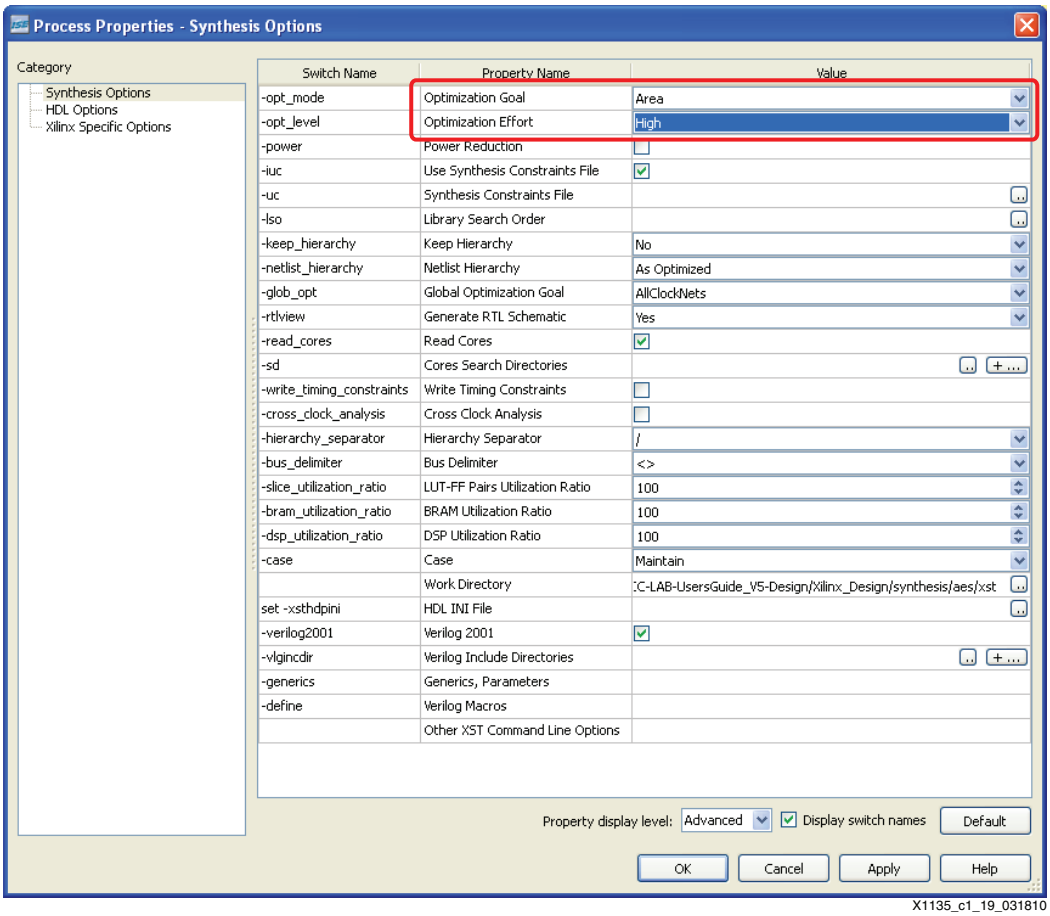

Figure 2-13: **Process Properties**
14. Right-click on the Synthesize-XST icon in the Processes window and select **Process Properties…**. Set Optimization Goal to **Area**, set Optimization Effort to **High**, and click **OK** (see Figure 2-13).